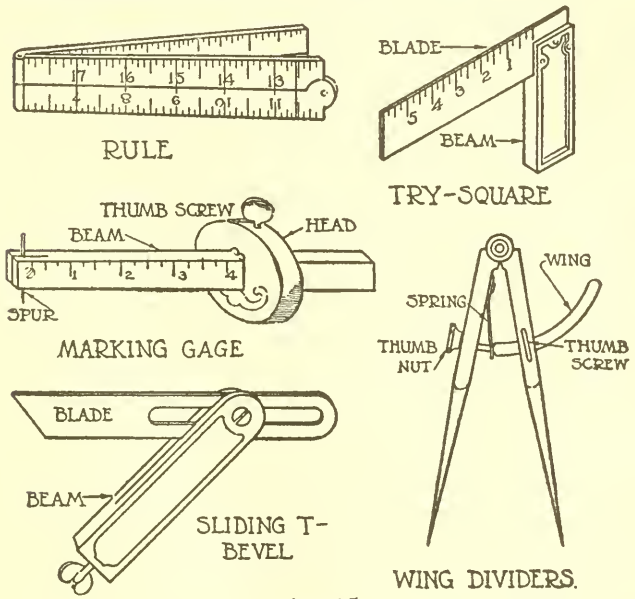

Fig. 15.
3. **All thick edge rules, e. g., the carpenter's pocket rule (See Fig. 15), should be turned upon edge when used**
1. **The try-square is composed of a beam and a blade set at right angles to each other. (See Fig. 15.)**
The blade is graduated (See Fig. 15) so that lines can be started and stopped at any desired distances. *Therefore, draw the cross lines first and the gage lines afterward in laying out mortises, tenons, gains, etc.*
1. **The marking gage is composed of a beam, a head, a spur, and a thumb screw. (See Fig. 15.)**
1. The T-Bevel is composed of a beam and an adjustable blade. (See Fig. 15.)
The dividers, or compasses, are constructed in various ways, but the so-called wing dividers are found in most shops. (See Fig. 15.) They are used: